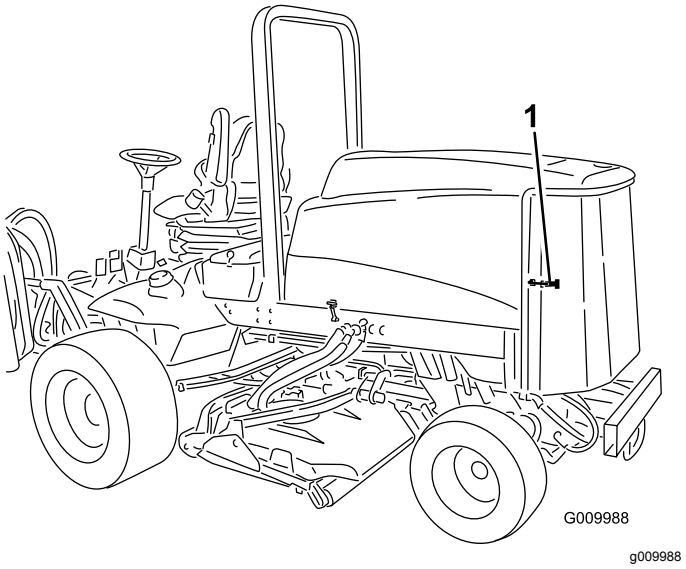

**Figuur 72**
1. Ontgrendel en draai het achterscherm open (Figuur 72).